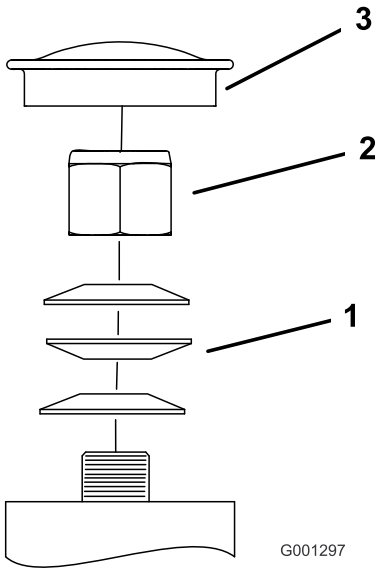

Figur 50
3. Fjern støvkoppen fra styringen og trekk til låsemutteren (Figur 50).
4. Trekk til låsemutteren inntil fjærskivene er flate og gå deretter tilbake 1/4 omdreining for å stille forhåndsbelastningen på lagrene korrekt (Figur 50).
Viktig: Påse at fjærskivene er montert korrekt slik det vises i Figur 50.
5. Sett på støvkoppen (Figur 50).